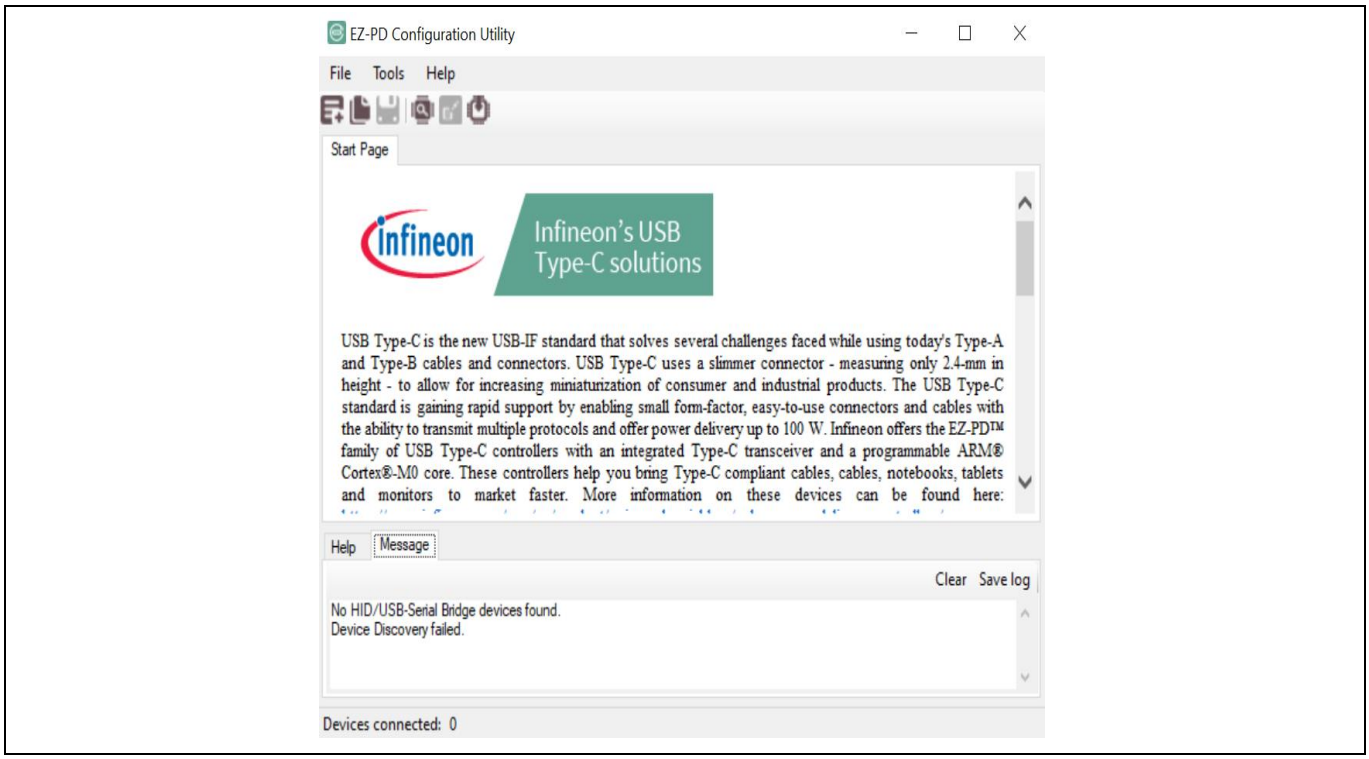

**Figure 9 EZ-PD™ Configuration Utility**
5. Launch the EZ-PD™ Configuration Utility, as shown in Figure 9.